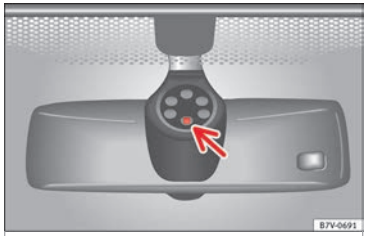

Afb. 145 Gevoelig oppervlak van de regensensor.
Mogelijke oorzaken van storingen en verkeerde interpretaties *in het gebied van het gevoelige oppervlak* ››› afb. 145 van de regensensor zijn o.a.:
- **Maak regelmatig het gevoelige oppervlak van de regensensor schoon en controleer de wisserbladen op mogelijke beschadigingen ››› afb. 145 (pijl).**